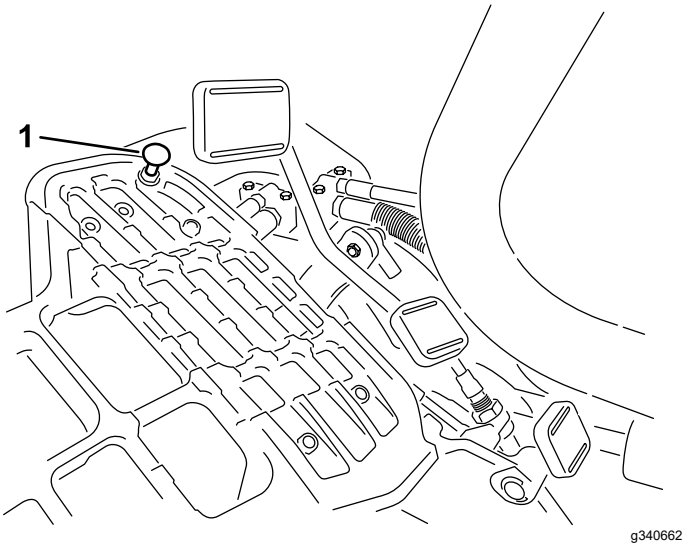

Figur 39
Du kommer upp i maximal transporthastighet genom att flytta funktionsreglaget till TRANSPORTLÄGET och trycka ned gaspedalen. Om pedalen får kontakt med stoppet (Figur 39) innan du känner någon spänning i kabeln genomför du följande justeringsprocedur:
1. Flytta funktionsreglaget till TRANSPORTLÄGET och lossa på låsmuttern som fäster pedalstoppet vid golvplattan (Figur 39).